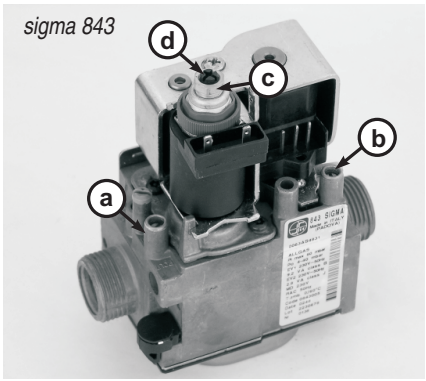

Рис. 14
10. Ослабьте винт измерительного места на выходе газового клапана GV1 Sigma 843 (рис.14/поз.a) и посадите U-шланг
2. Осторожным поворотом пластмассового винта (рис. 14 / d) с помощью крестовой отвертки дорегулируем на модуляторе газового клапана сниженную мощность согласно табл. 5.